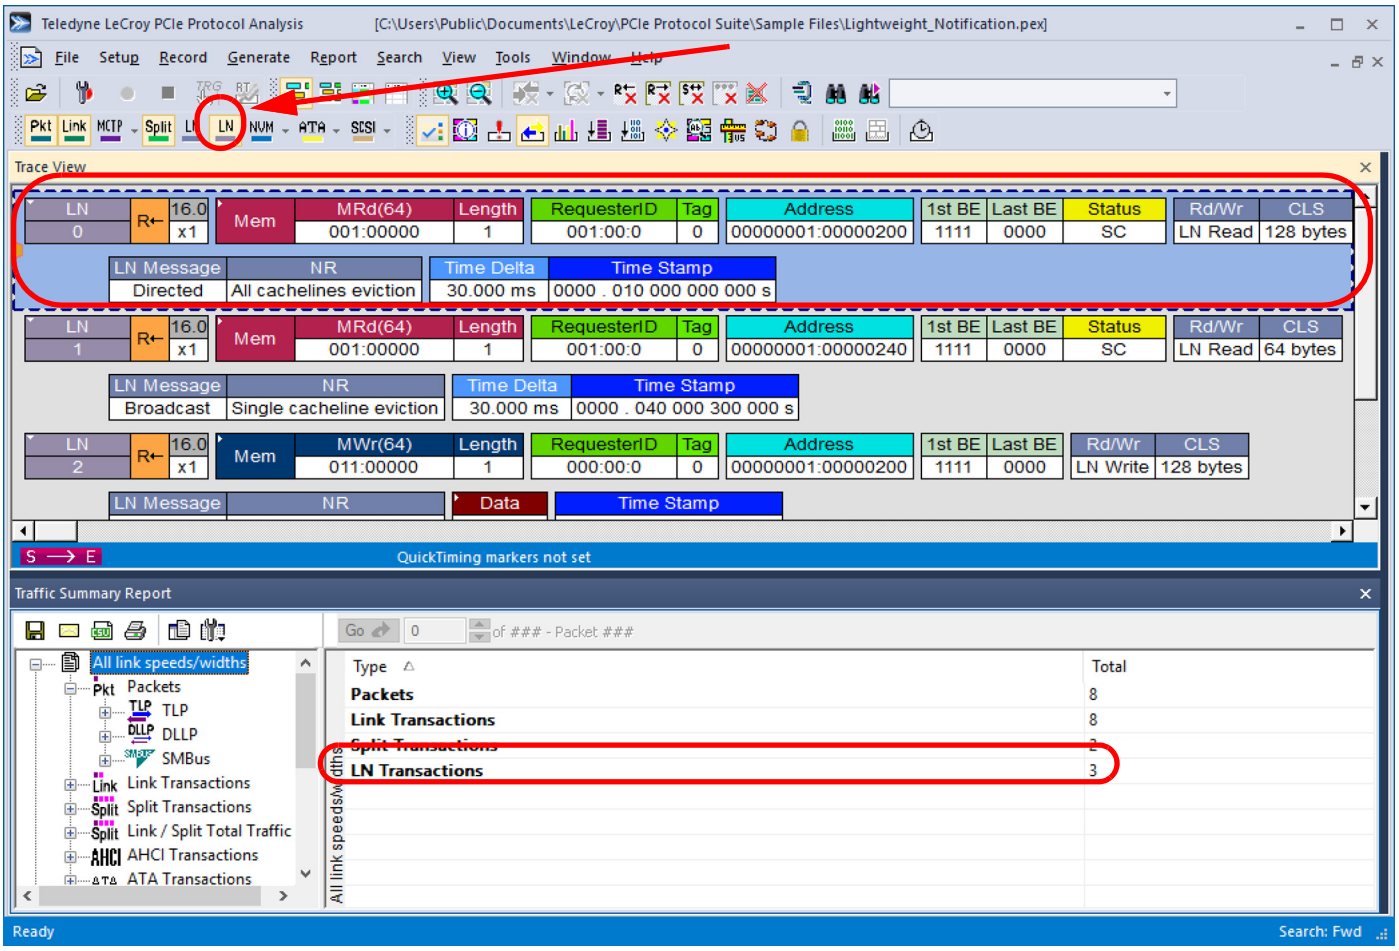

Figure 6.136: Decoding Lightweight Notification (LN) Protocol
The PCIe Protocol Analysis software supports the decoding of Gen4 1.0 Lightweight Notification (LN) Protocol as shown in Figure 6.136 as well as the Traffic Summary Report.